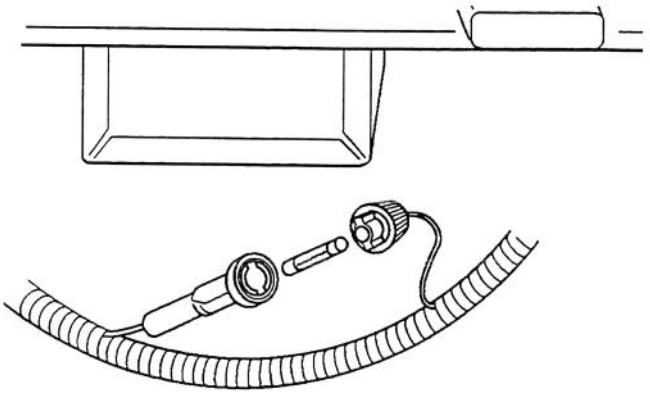

**Figure 8**
1. Presser les deux sections du porte fusible l'une contre l'autre. Tourner le capuchon pour ouvrir le porte-fusible (Fig. 8).